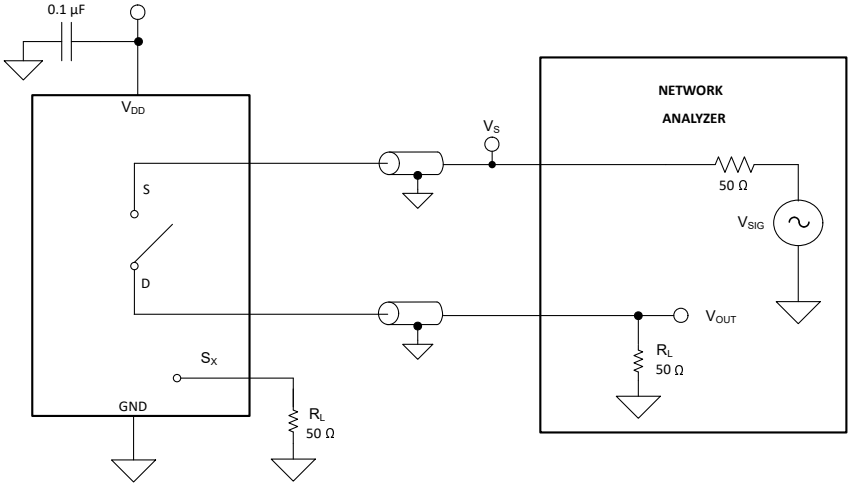

図 8-9. オフ絶縁測定時の設定
オフ絶縁は、オフチャネルのソース・ピン (Sx) に信号が印加された場合に、そのデバイスのドレイン・ピン (D) に現れる信号の比率として定義されます。図 8-9 に、測定を行う際の設定と、絶縁を計算するための式を示します。